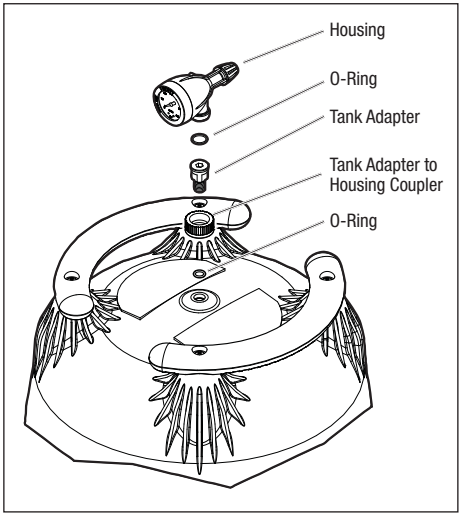

Figure 5. Pressure Gauge/Air Release Assembly
a. Place the smaller, thicker o-ring onto the threads of the tank adapter, see Fig. 5. Slide the tank adapter through the coupling nut and into the filter tank. Use the flats on the tank adapter to tighten. Do not overtighten.
9. Support the inlet/outlet pipes independently to prevent any undue strains on the filter's two (2) or three (3) port diverter valve.